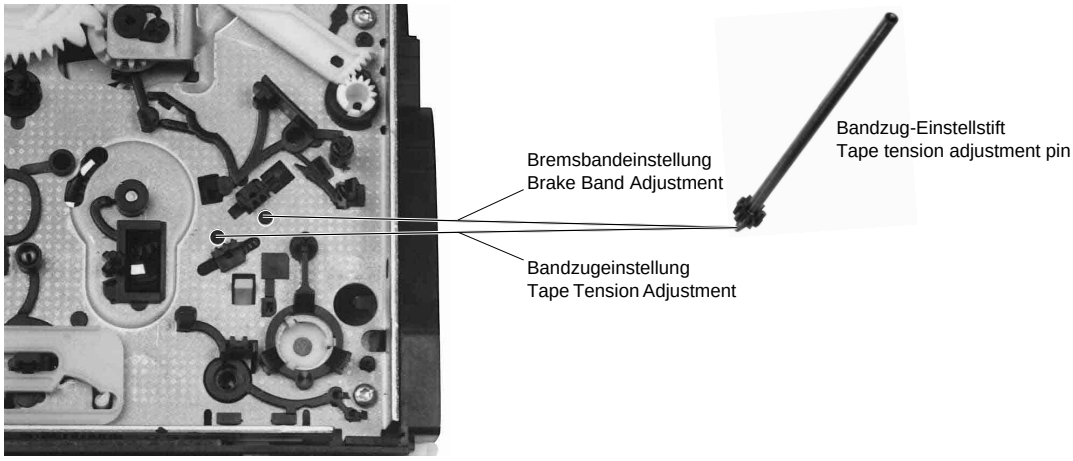
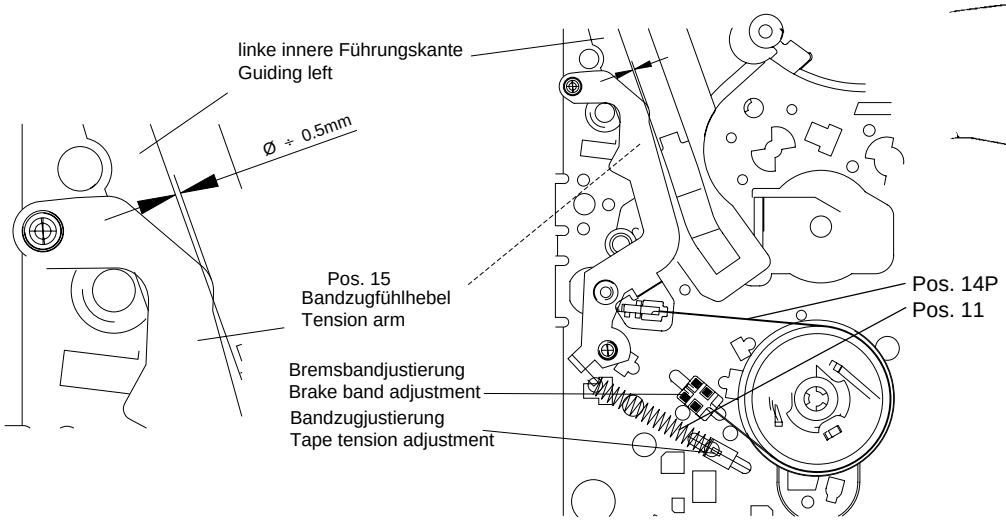

Fig. 26
Fig. 27
– Mittels Bandzug-Einstellwerkzeug (von der Unterseite des Laufwerks, Fig. 26) das Bremsband (Fig. 27, Pos. 14P) so einstellen, daß die Nase des Bandzugfühlers (Pos. 15) deckungsgleich mit der linken inneren Führungskante der Führung links ist (Fig. 27).
– Mit dem Bandzug-Einstellwerkzeug die Feder (Fig. 27, Pos.11) auf einen Bandzug von 0,24N ±0,02N (24g ±2g) einstellen (Fig. 27).
– Adjust the brake band (Fig. 27, Pos. 14P) by means of the tape tension adjusting tool (from the underside of the tape deck, Fig. 26) so that the edge of the elbow of the tape tension arm (Pos. 15) overlaps with the left inner edge of the left guide (see Fig. 27).
– Adjust the spring (Fig. 27, pos.11) to a tape tension of 0.24N ±0.02N (24g ±2g) by means of the tape tension adjustment tool (Fig. 27).